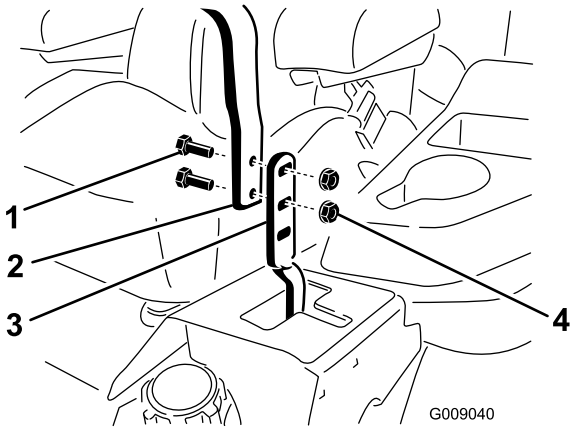

Figur 77
3. Løsne boltene og flensmutrene som er installert i spakene (Figur 77).